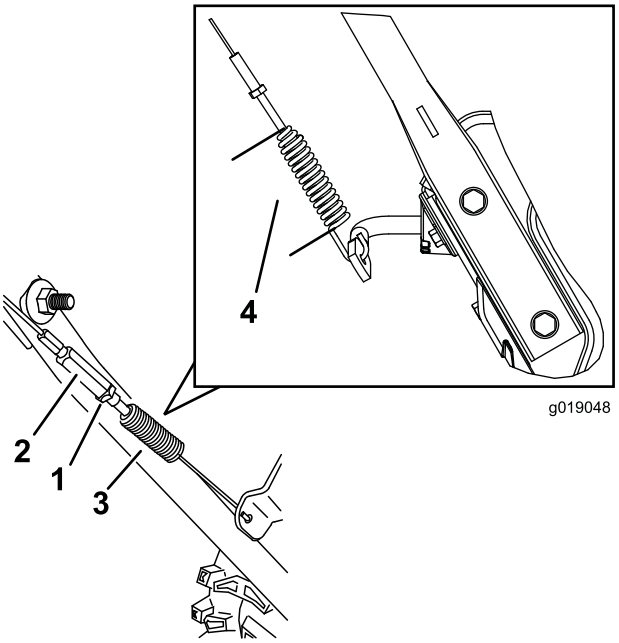

Bild 38
4. Ziehen Sie die Klemmmutter (Bild 38) an und stellen Sie sicher, dass der Antriebsbowdenzug etwas gespannt ist.